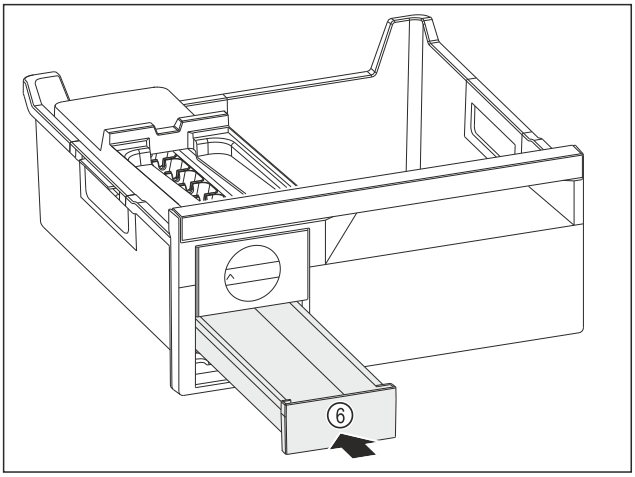

Fig. 187
▶ Introducir el cajón para cubitos de hielo *Fig. 187 (6)*.